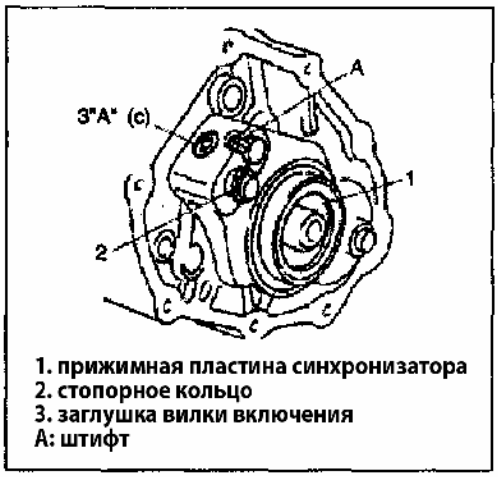

Рис. 411
11) Поверните и затяните штифт пружины, совместив с отверстием А (Рис. 411).